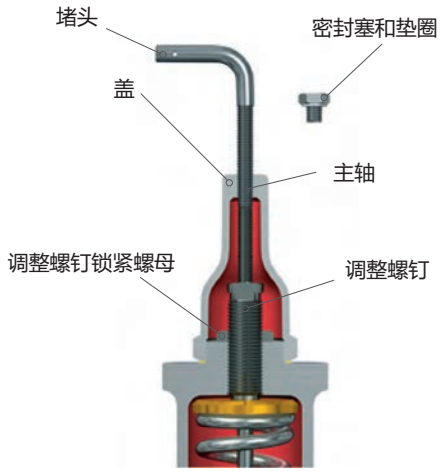

图 41: 水压测试
当安装 SRV 之后要求水压测试时，去掉 SRV 换以一个盲法兰。如果水压测试压力不大于设备的工作压力，可使用测试堵头。对测试堵头施加非常小的力，即手动紧固压力，就足以抑制流体静压力。对堵头施加的力太大的话，会造成主轴 (15) 弯曲并损坏阀座。水压测试后，必须除去堵头，换以专门用于此目的的密封塞（参见图 41）。（Consolidated SRV 有适合所有类型的阀帽和升降机构的测试堵头可供选用）。